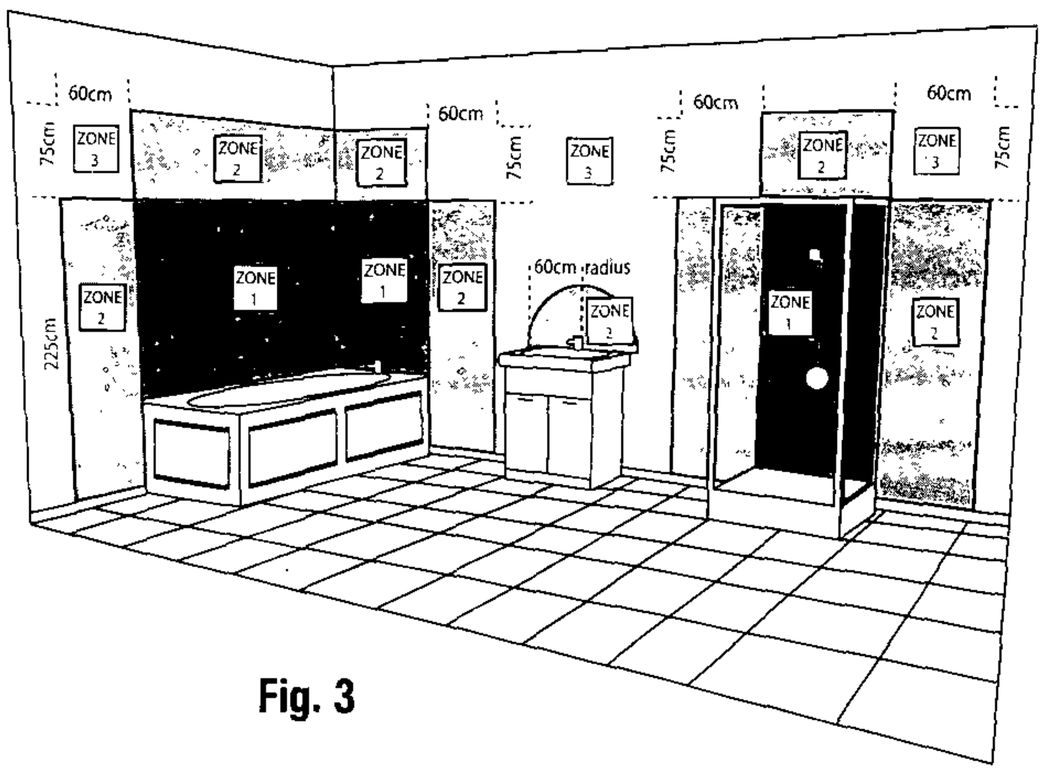

Fig. 3
- This fitting is IP65 rated and is protected against dust and jets of water. It is suitable for installation inlocations containing a bath or shower, as defined by the I.E.E Wiring Regulations, Zones 1, 2 & 3 where water jets are likely. See Fig.3 below.